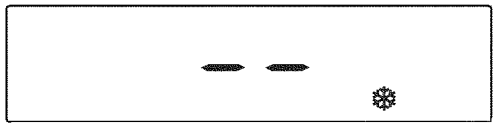

Рис.26
- Защита от замерзания (рис. 26): когда температура воды в котле опустится ниже безопасного уровня, включится циркуляционный насос и горелка на минимальной мощности, чтобы довести температуру воды до безопасного уровня (35°C). На дисплее загорится символ .